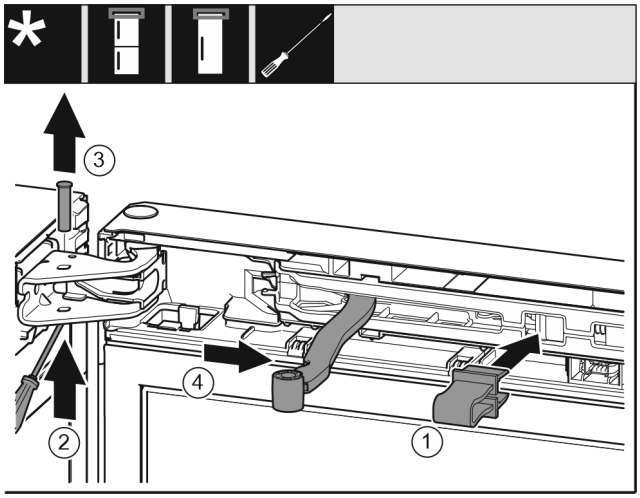

Fig. 10
- ▶ Engage the locking device in the opening. *Fig. 10 (1)*
- ▶ Push out the bolt with a screwdriver. *Fig. 10 (2)*
- ▶ Remove the bolt upwards. *Fig. 10 (3)*
- ▶ Turn the hinge in the direction of the door. *Fig. 10 (4)*